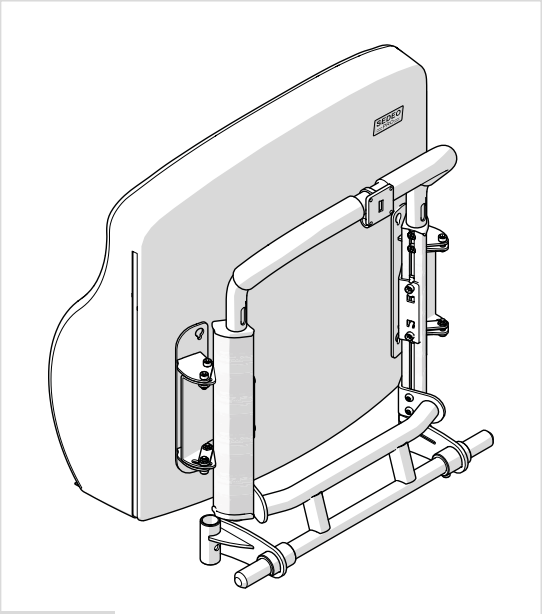

Fig. 5.14
- Coussin de dossier Sedeo Pro, flexible (Fig. 5.14)